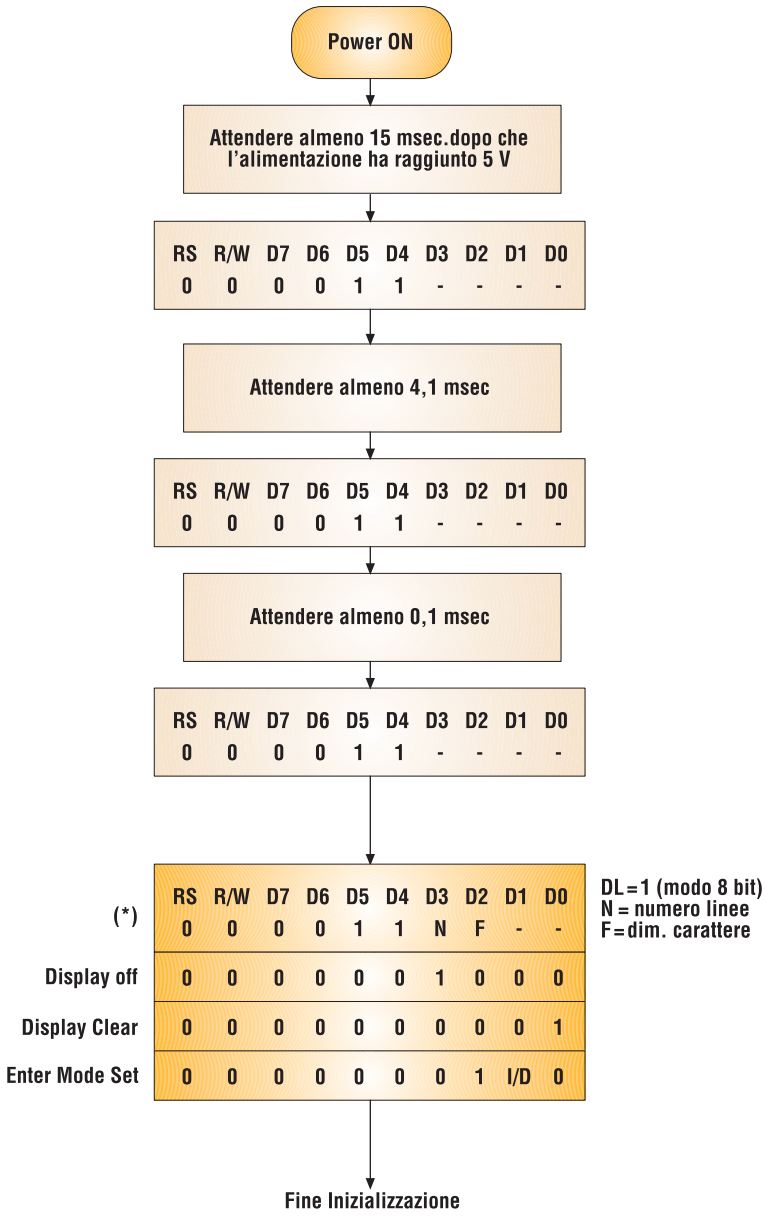

**Figura 4** *Procedura di inizializzazione modo 8 bit*
Come già accennato in precedenza, all'accensione il display si inizializza automaticamente al funzionamento su una linea di 16 caratteri di dimensione 5x7 punti. Il reset automatico avviene solamente se la tensione d'alimentazione, nel momento in cui viene applicata, arriva al valore di regime (5V) in un tempo determinato. Qualora la tensione d'alimentazione venga applicata troppo lentamente, o le impostazioni automatiche non ci soddisfano, si deve procedere al reset manuale. La procedura da seguire per inizializzare il display a 16 caratteri per 2 linee e modo 8 bit è riportata nel diagramma di **Figura 4** ed è quella che seguiremo nella nostra prova. È ovvio che i tempi d'inizializzazione nel nostro caso saranno molto più grandi di quelli minimi indicati in figura 4 dato che le istruzioni verranno inviate al display manualmente e non tramite micro. Ecco i passi da seguire, in accordo alla figura 4, per eseguire la prova:
1) Chiudere il tasto SW2 (RS=0) in modo da comunicare al display che ci accingiamo ad inviargli delle istruzioni e non dei dati. Impostare sui dip-switch D7..D0 la stringa 00111111 e premere per tre volte il pulsante SW1 di abilitazione. In questo modo abbiamo seguito la procedura d'inizializzazione mostrata in figura 4, fino al segno (*) escluso.